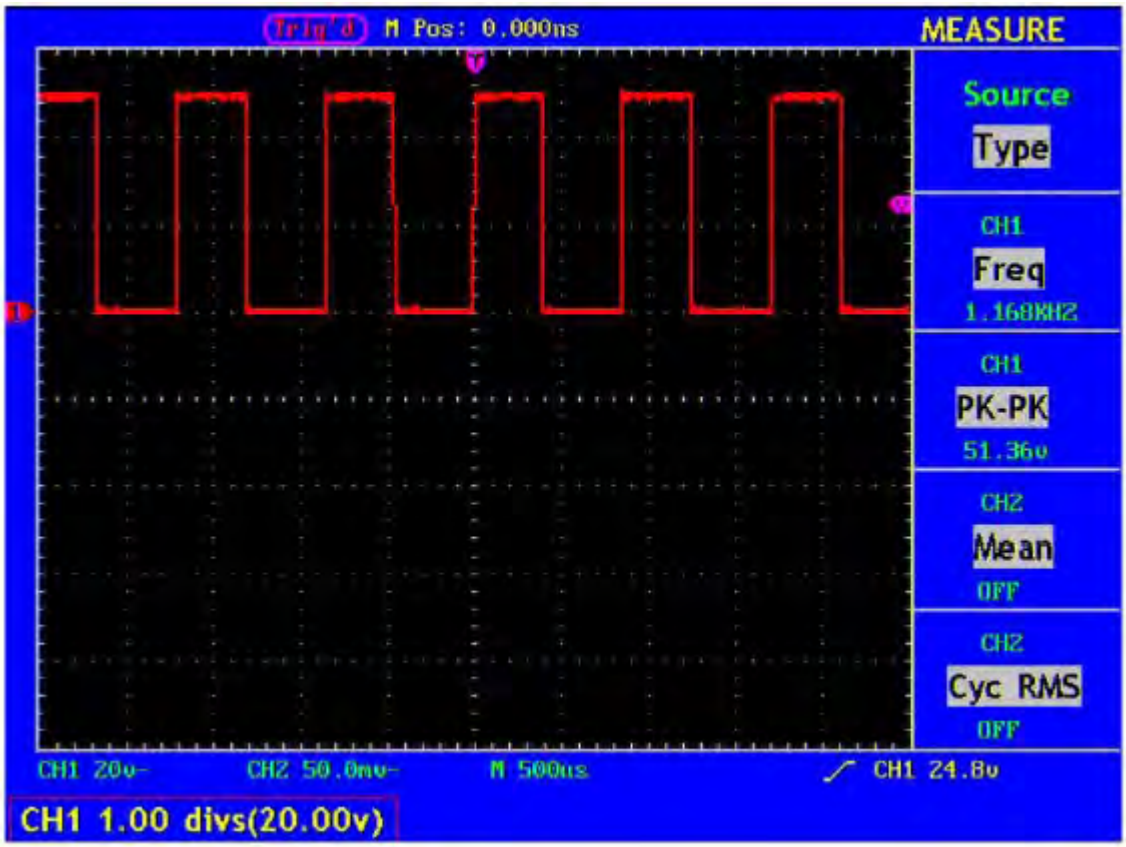

Fig. 20 Information about Vertical Position
3. When the vertical position of the channel wave form is adjusted, the screen shows the information concerning the vertical position at the lower left corner (see Fig.20).